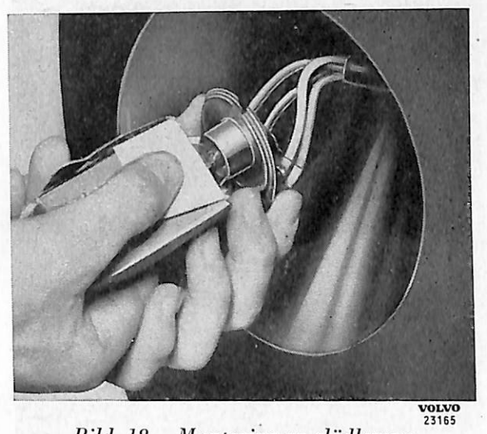

Bild 18. Montering av glödlampa.
3. Montera den nya glödlampan. Detta utföres som framgår av bild 18. Tag inte i själva lampglaset med fingrarna, utan drag endast ut lampsockeln så långt ur kartongen att lampan kan monteras. Smuts, olja och dylikt på glaset bränner nämligen fast och kan rökskada reflektorn. Ljusstyrkan blir härigenom avsevärt försämrad.